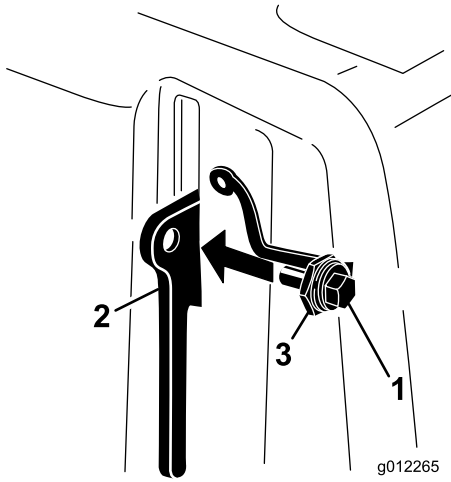

Figur 11
3. Skruva i bulten i remkåpans låsspärr (Figur 11).